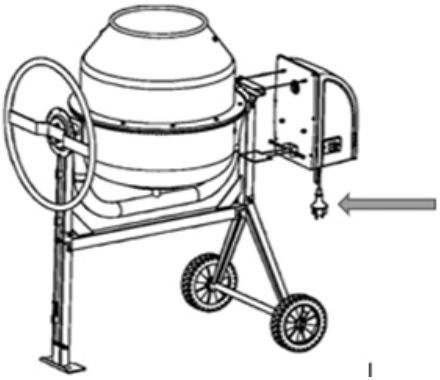

Рисунок 10. Схема під'єднання виробу до мережі живлення.
2. Під'єднати шнур живлення до розетки із заземленням (рис. 10) та переконатися в надійності контакта.